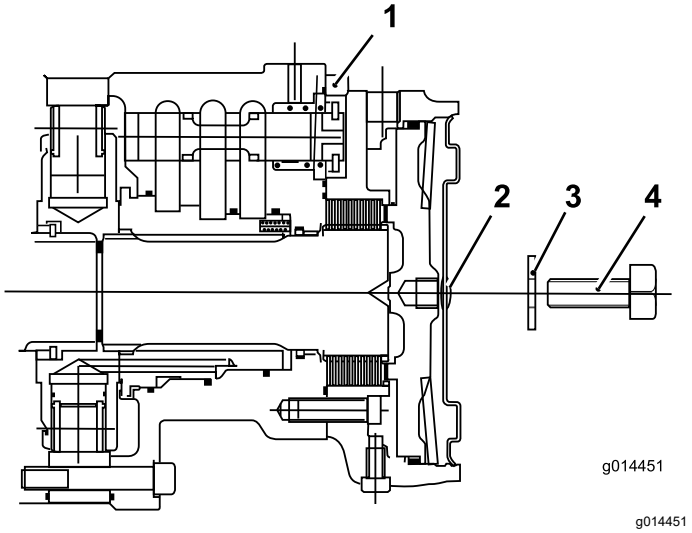

Figur 36
7. Montera en 12 x 40 mm-skruv och 12 mm-bricka i hålet i mitten av motorns ändplåt (Figur 36).
8. Dra åt skruven i det gängade hålet i bromskolven tills bromsen släpper (Figur 36).